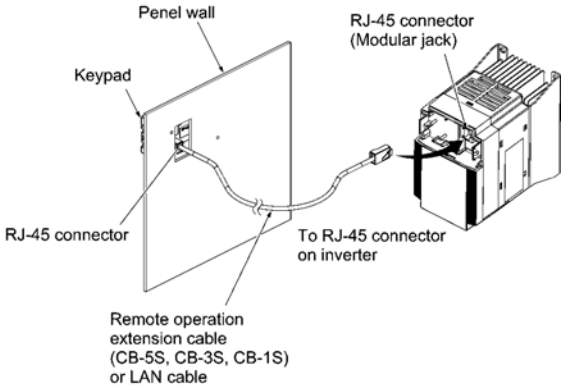

Figure 2.28 Connecting a Keypad and an Inverter's Standard RS-485 port
⑤ Connect an extension cable (CUBRMC-5, CUBRMC-3, CUBRMC-1) or off-the-shelf straight LAN cable to RJ-45 connectors (Modular jacks) on the keypad and inverter (standard RS-485 port.) (Refer to Figure 2.28)